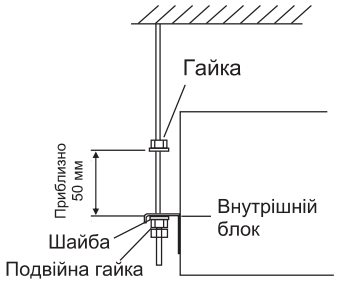

Рис. 3.5. Підвісні болти та гайки
(1) Порядок кріплення підвісних болтів і гайок. Як показано на рис. 3.5, гайками фіксуються чотири болти.